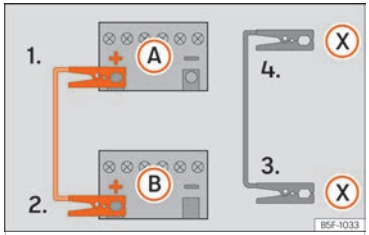

Fig. 211 Esquema de connexió per a vehicles amb sistema Start Stop.
Els cables d'arrencada només s'hauran de connectar seguint l'ordre **1 > 2 > 3 > 4** ››› fig. 211.
Vehicles amb sistema Start-Stop: emborneu un extrem del cable negre d'emergència (X) a un terminal de massa adequat, a una peça de metall massissa que vagi caragolada al bloc motor o al mateix bloc motor ››› fig. 211.
5. Emborneu l'altre extrem del cable *negre* d'emergència (X) al vehicle amb la bateria descarregada, a una peça de metall massissa que vagi caragolada al bloc motor o al mateix bloc motor però el més allunyat possible de la bateria **A**.